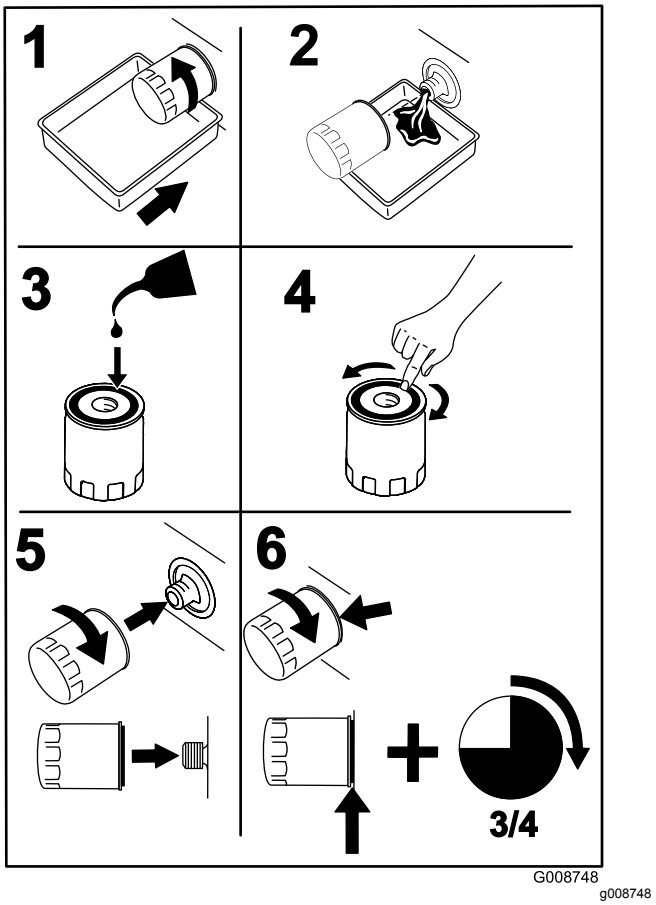

Рисунок 71
8. Поместите сливной поддон под фильтр коллектора (Рисунок 71).